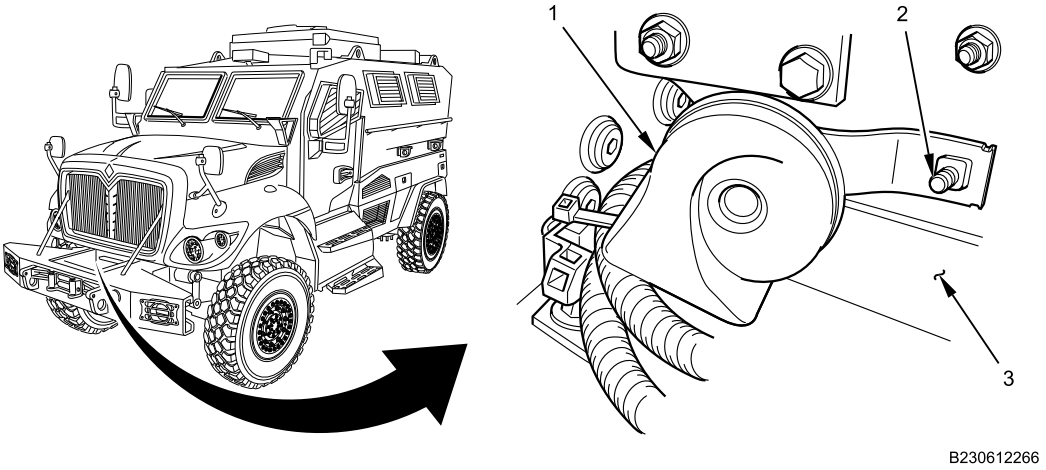

Figure 1. Horn Mounting.
1. Remove bolt (Figure 1, Item 2), lockwasher, and flat washer from horn (Figure 1, Item 1). Discard lockwasher.
2. Remove horn (Figure 1, Item 1) from radiator support crossmember (Figure 1, Item 3).